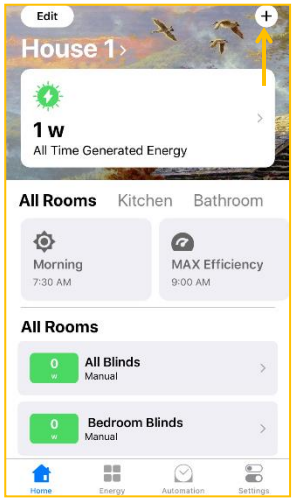

Figure 16
10.5.1. Click **+** in the top right corner to start *(Fig. 16)*.